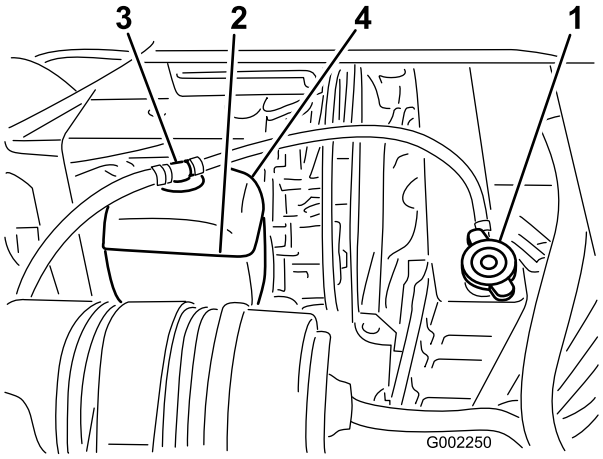

Figur 51
3. Ta försiktigt bort kylarlocket och locket på expansionstanken (Figur 51).